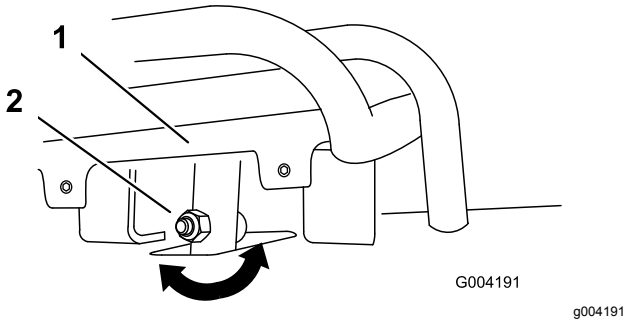
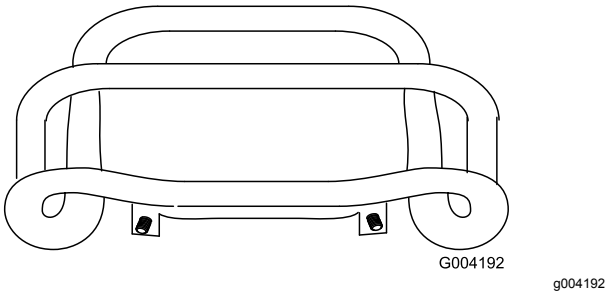

Figur 56
Figur 57
4. Om drivreglagets främre del inte ligger tätt intill och i rät vinkel mot referensstaven lossar du flänsmuttern och skruven på drivreglagets skaft (Figur 56).
5. Justera drivreglaget så att det ligger tätt intill referensstaven när det dras rakt bakåt (Figur 56 och Figur 57).